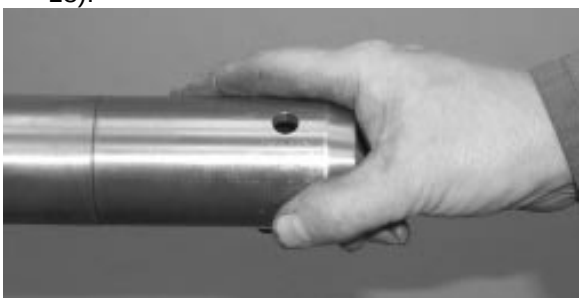

FIGURE 18: OUTIL D'INSERTION N/P PREVOST 491115
2. Visser l'outil d'insertion sur la fusée (FIGURE 18).